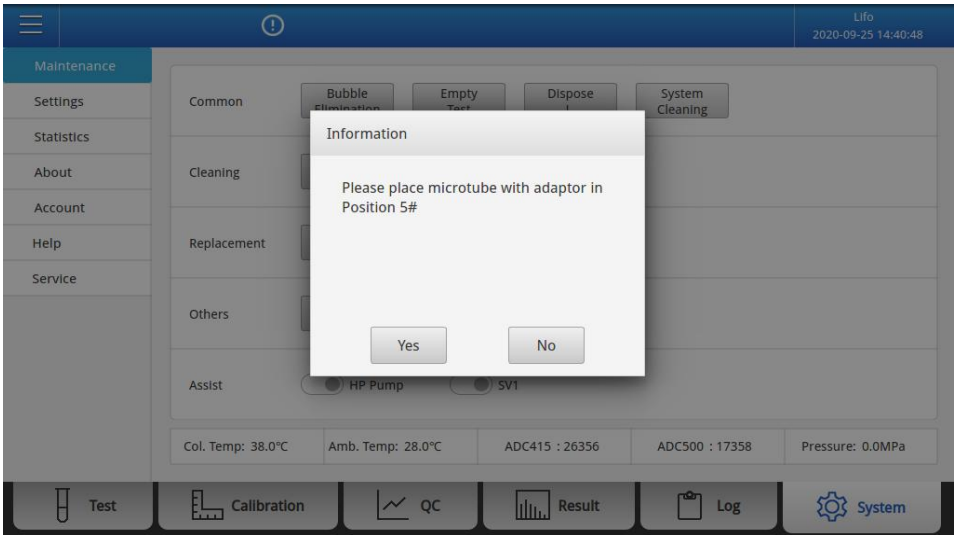

Fig. 5-4 System Interface
2)Press ”**Dispose L**” button in the System interface and **Fig. 5-4** is displayed.